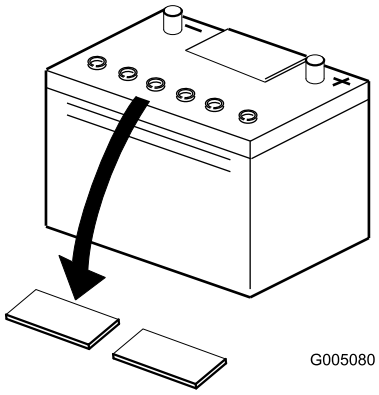

**Figur 4**
2. Rengjør toppen av batteriet og fjern utluftingshettene (Figur 4).